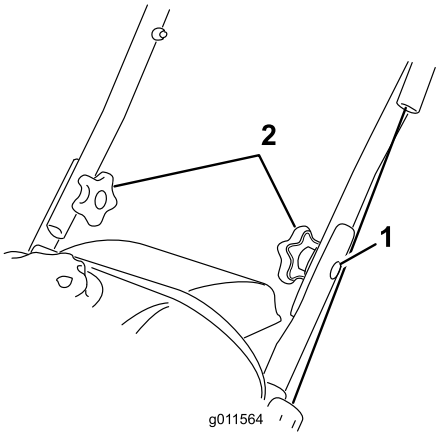

Figur 4
2. Sett inn ovalhodeboltene i de justerte hullene, med boltehodene på utsiden av håndtaket (Figur 4).
1. Ovalhodebolt (2)
3. Monter bueskivene og håndtaksknottene på ovalhodebolten på innsiden av håndtaket (Figur 4) og **stram knottene godt**.